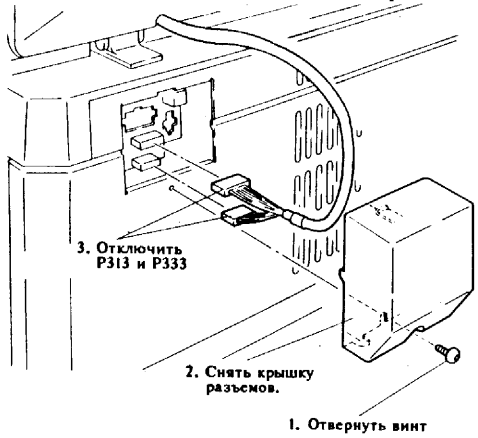

Рис.1 Отключение разъемов
(1) Отключить питание и вынуть вилку из розетки.
(2) Снять дополнительную крышку разъемов и отключить P313 и P333 (рис.1).